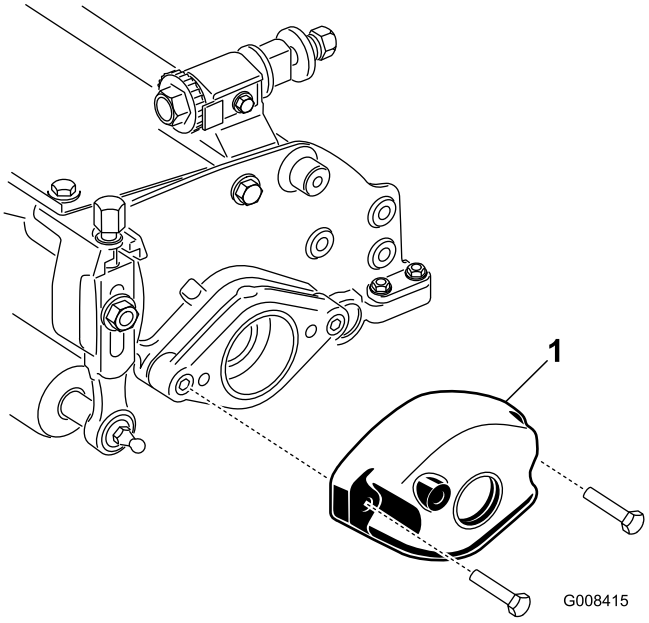

Figur 2
5. Fjern de to bolte og to møtrikker, der fastgør modvægten til venstre ende af klippeenheden og modvægten (Figur 2).